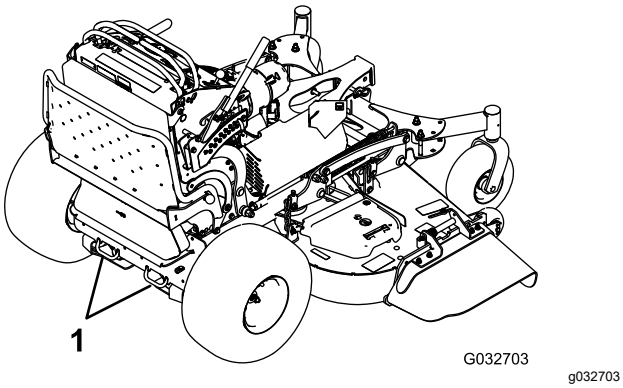

Figure 37
7. Arrimez la machine près des roues pivotantes avant et du pare-chocs arrière à l'aide de sangles, chaînes, câbles ou cordes (Figure 37). Reportez-vous à la réglementation locale concernant les exigences en matière d'arrimage.